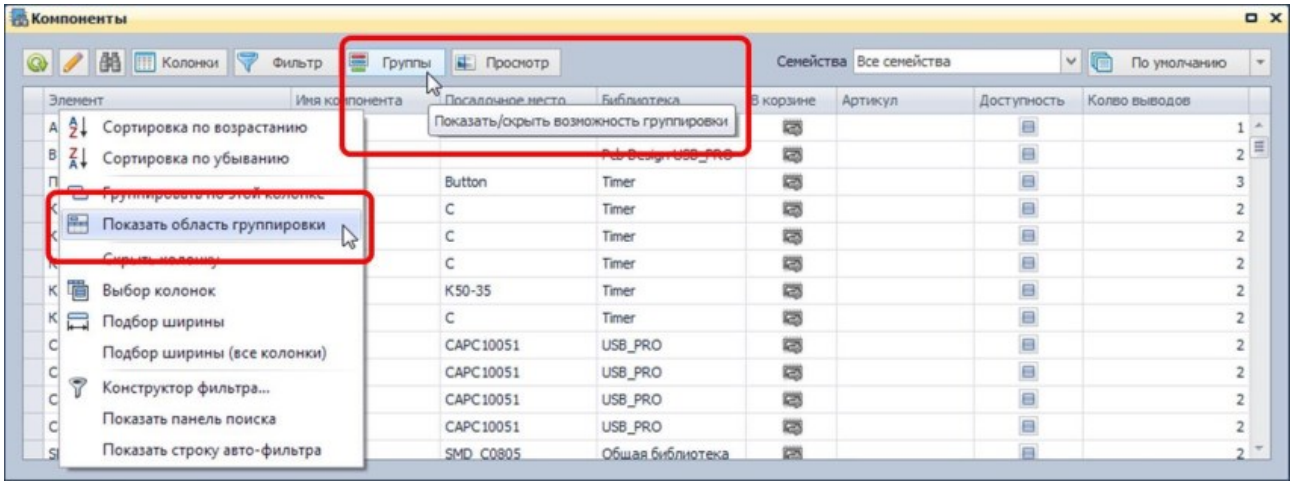

Рис. 760. Активация возможности группировки
1. Откройте область группировки (активация возможности группировки) нажав на кнопку Группы - «Показать/скрыть возможность группировки», которая расположена на панели инструментов, либо воспользуйтесь контекстным меню для заголовка любой колонки, пункт «Показать область группировки», см. Рис. 760. Над таблицей будет отображена область группировки.